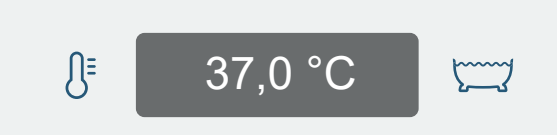

Abbildung 23
7. Prüfen Sie die Wassertemperatur in der Classic Line 2 Badewanne auf der Temperaturanzeige. Siehe Abbildung 23.